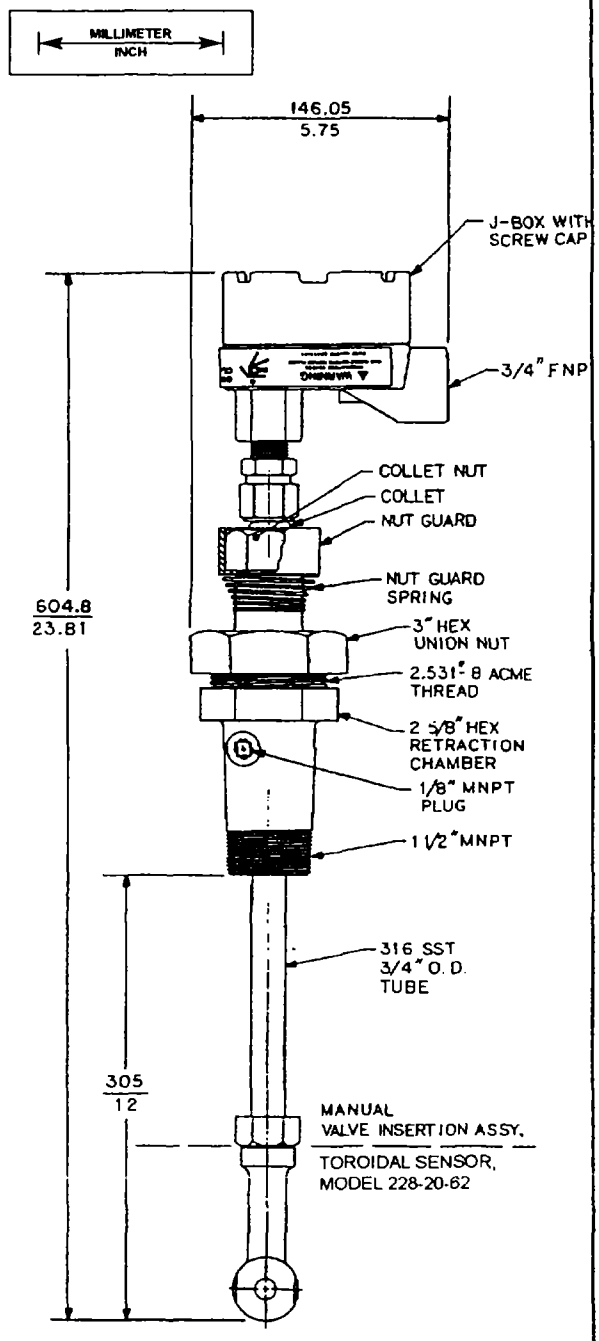

FIGURE 10. Manual Retraction Assembly
1. Loosen the collet nut and retract the sensor tube into the retraction chamber. See Figure 10.